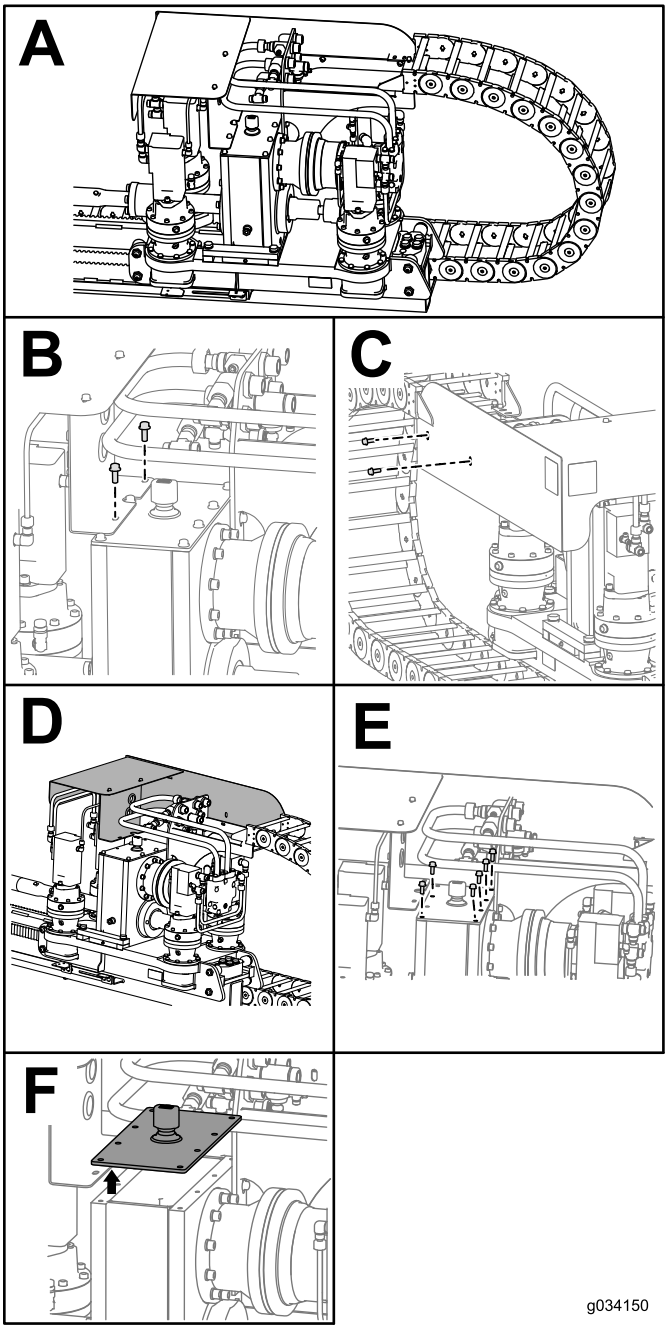

Figure 137
3. Enlevez les 2 boulons et écrous sur le dessus de la protection de chariot (encadré B de la Figure 137).
4. Enlevez les 2 boulons et écrous sur le côté de la protection de chariot (encadré C de la Figure 137).
5. Faites glisser la protection de chariot vers l'avant (encadré D de la Figure 137).
6. Retirez les 6 boulons du boîtier d'engrenages (encadré E de la Figure 137).
7. Retirez le couvercle du boîtier d'engrenages et siphonnez l'huile (encadré F de la Figure 137).
11. Remettez le couvercle sur le boîtier d'engrenages et installez les 6 boulons sans les serrer (encadré E de la Figure 137).
12. Remettez la protection de chariot en place et installez les 2 boulons sans les serrer (encadré C de la Figure 137).
13. Posez les 2 boulons qui fixent la protection de chariot sur le boîtier d'engrenages (encadré B de la Figure 137).